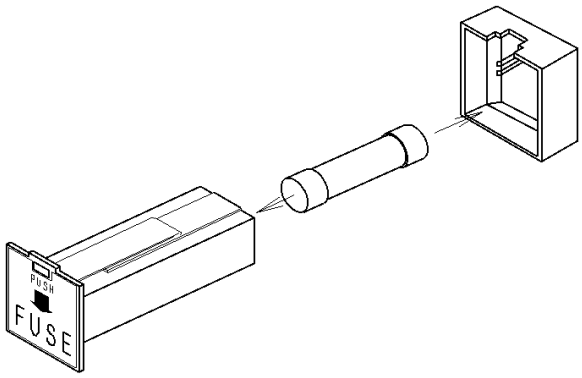

図 2
(3) 電源ヒューズを指定定格のヒューズと交換します。(図 2)